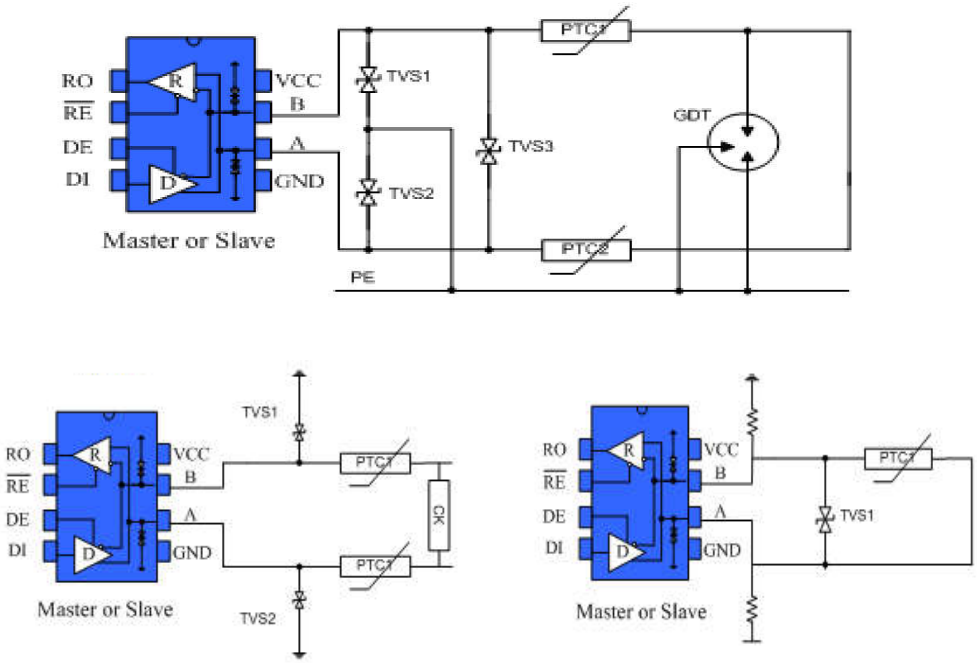

图 11 端口防护方案
4.3 总线端口防护：在恶劣的环境下，RS485 通讯端口通常都做好静电防护、雷击浪涌防护等额外的防护，甚至还需要做好防止 380V 市电接入的方案，以避免智能仪表、工控主机的损坏。图 11 为常见的 3 种 RS485 总线端口防护方案。第一种为 AB 端口分别并联 TVS 器件到保护地，AB 端口之间并联 TVS 器件、AB 端口分别串联热敏电阻、并接气体放电管到保护地形成三级保护的方案；第二种为 AB 分别并联 TVS 到地、串联热敏电阻，AB 之间并联压敏电阻的三级防护方案；第三种为 AB 分别接上下拉电阻到电源与地，AB 之间接 TVS，A 或 B 某一端口接热敏电阻的方案。